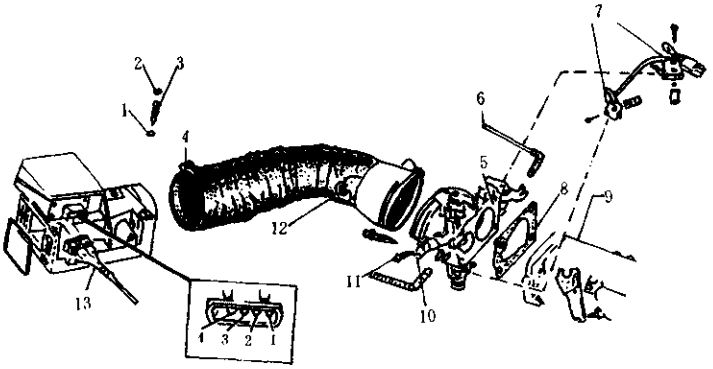

图 5—50
③检测针脚 1 和 4 间电阻值以测定进气温度传感器；如果所测电阻值符合图 5—51 所示关系（空气温度为 15℃时，电阻值为 3000Ω；空气温度为 27℃时，电阻值为 1900Ω），则说明温度传感器性能良好，否则应更换空气流量传感器单元。